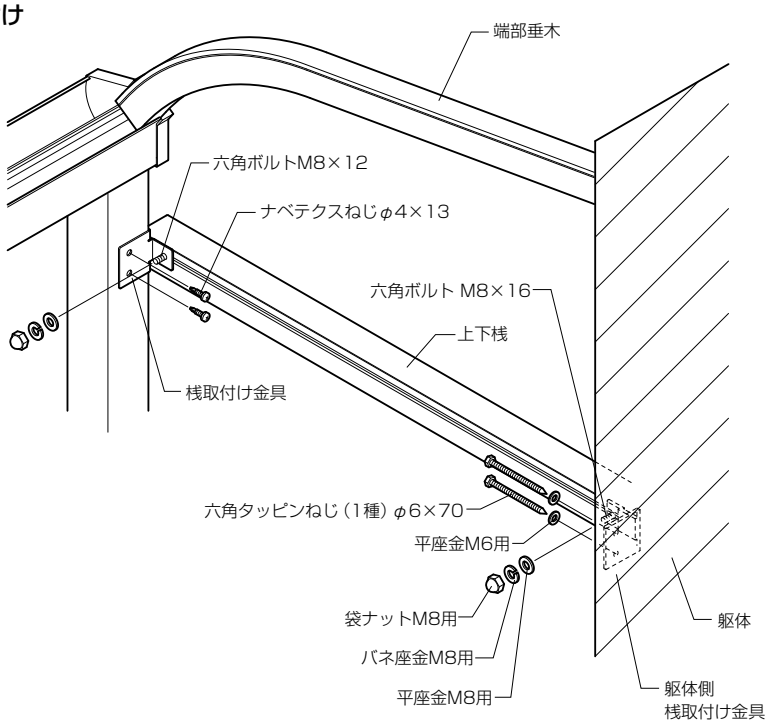
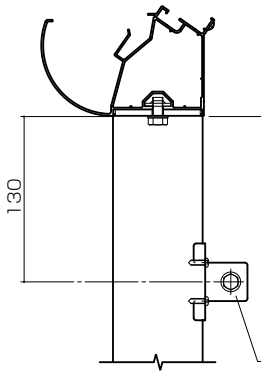
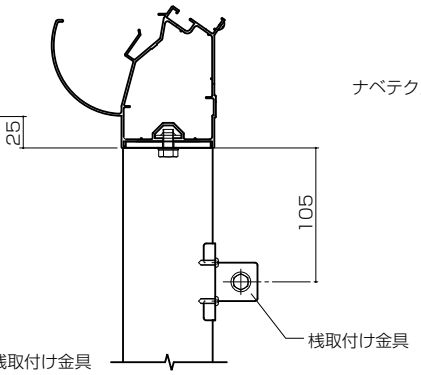

図1
図2
図3
①上下桟の上側を取付ける桟取付け金具を柱に固定してください。（図1、図2、図3）
②上下桟のボルトホールにボルトを各1個ずつ挿入してください。（図1）
④上下桟に躯体側桟取付け金具を取付けて平座金M8用、ナットM8用で仮止めしてください。
⑤桟取付け金具に上下桟を固定してください。（図1）
⑥躯体側桟取付け金具を躯体に固定してください。（図1）